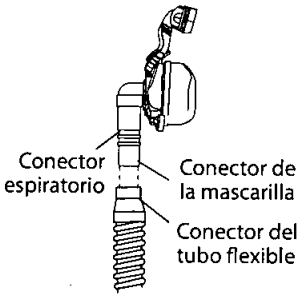

**FIGURA 3-3 CONEXIÓN DE UNA MASCARILLA CON UN CONECTOR ESPIRATORIO INTEGRADO**
a. Si utiliza una mascarilla con un conector espiratorio integrado, acople el conector de la mascarilla al tubo del flexible como se muestra en la Figura 3-3.